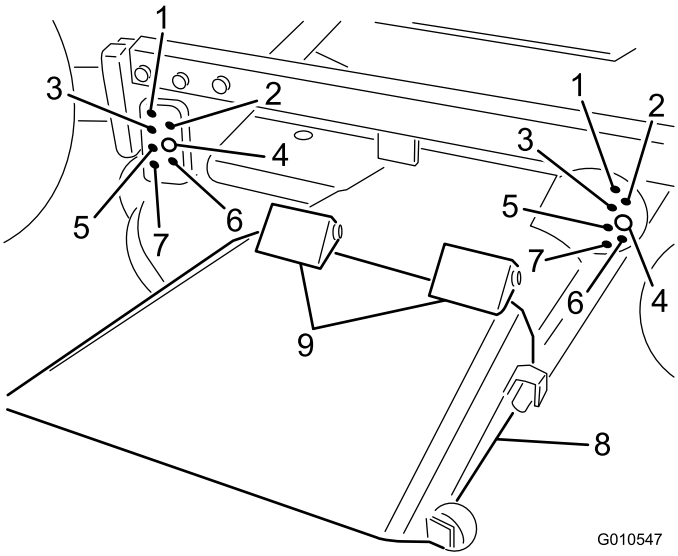

Figura 9
7. Abbassate il telaio portante e installate 4 perni con testa attraverso i fori della staffa dell'altezza di taglio desiderata e le staffe del telaio. Fissate i 4 perni con la coppiglia (Figura 9).